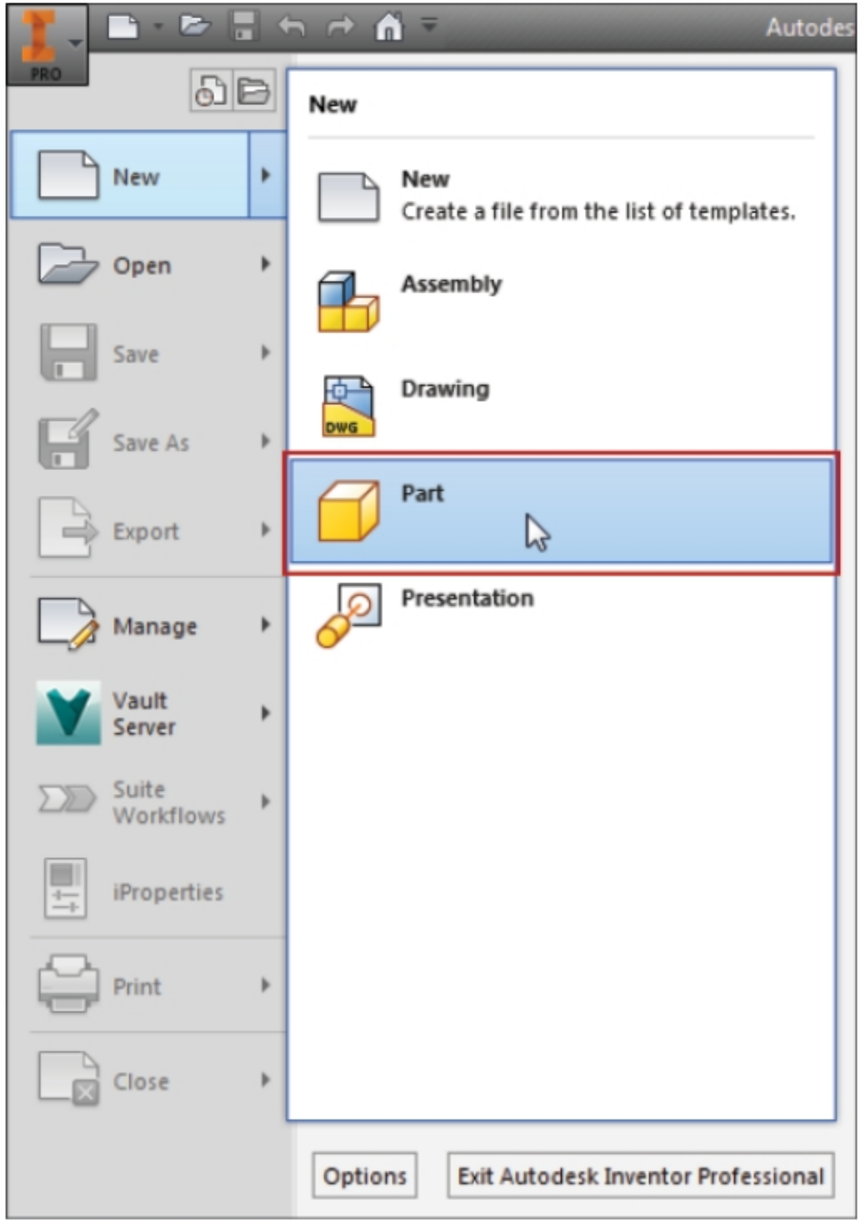

Figure-20. Part option from Application menu
- After starting Autodesk Inventor, click on the **Part** option from the **New** cascading menu in the **Application** menu; refer to Figure-20. The modeling environment will be displayed.